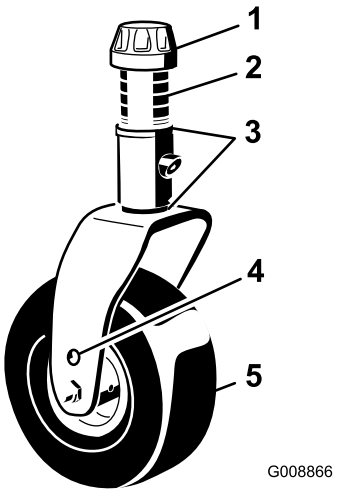
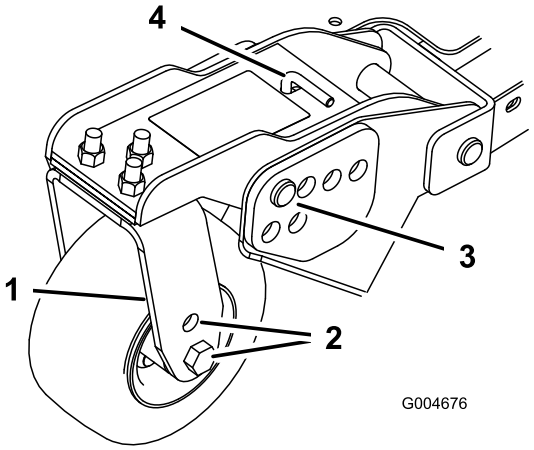
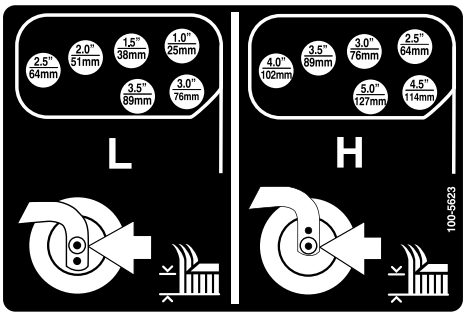

Figura 20
Figura 22
Figura 23
1. Coloque los ejes de las ruedas giratorias en el mismo taladro en todas las horquillas (Figura 20 y Figura 22). Consulte en la tabla siguiente el taladro correcto para cada altura.
2. Retire el casquillo tensor del eje (Figura 20) y deslice el eje fuera del brazo de la rueda giratoria. Coloque los dos suplementos (3 mm) en el eje de la misma forma que en la instalación original. Estos suplementos son necesarios para obtener el mismo nivel en toda la anchura de las unidades de corte. Coloque el número adecuado de espaciadores de 13 mm (consulte la tabla siguiente) en el eje para conseguir la altura de corte deseada, luego coloque la arandela en el eje.
4. Retire el pasador de horquilla y las chavetas de los brazos de pivote de las ruedas giratorias (Figura 22).
5. Gire la varilla tensora para elevar o bajar el brazo de pivote hasta que los taladros estén alineados con los taladros seleccionados del soporte de ajuste de la altura de corte en el bastidor de la unidad de corte (Figura 22 y Figura 23).